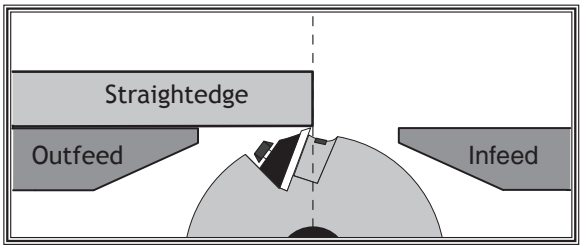

Figure 34. Illustration of a typical cutterhead alignment setup.
2. Place a straightedge on the outfeed table so it extends over the cutterhead. For best results, use a straightedge that will stand on edge without having to be held in place, as illustrated in **Figure 34**.